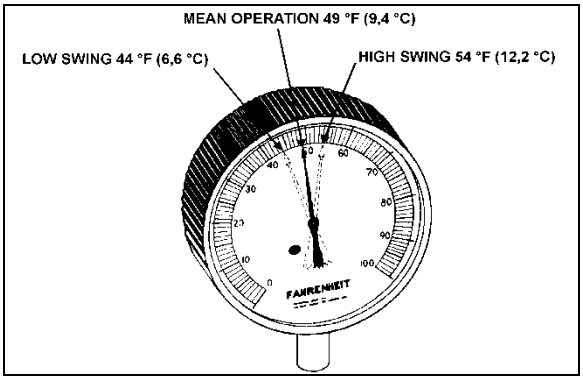

FIGURE 73: HIGH & LOW SWING TEMPERATURE AT REMOTE BULB 22047
6. Check approximately 5 readings of pressure at 2-minute intervals and convert to temperature using the vapor-pressure table. Likewise check the temperature reading at the remote bulb at the same 2-minute intervals and record the low and high swing readings of the needle (Figure 73).